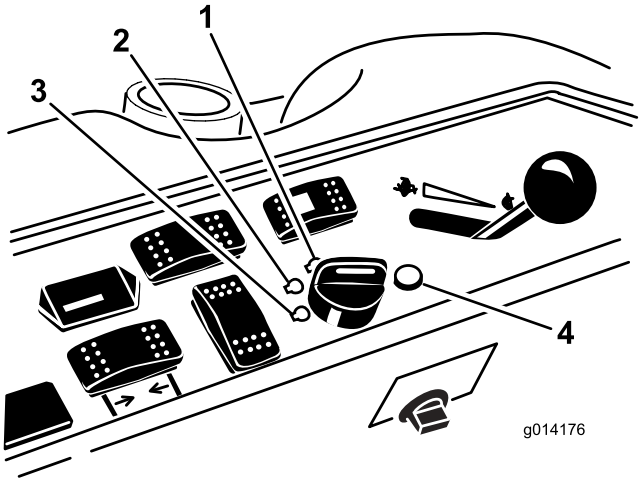

Figuur 12
6. Draai het contactsleuteltje naar rechts op Lopen (Figuur 12).
3. Draai het contactsleuteltje op Uit (Figuur 12). Zet de motor af en wacht totdat alle bewegende onderdelen tot stilstand zijn gekomen voordat u de bedieningspositie verlaat.